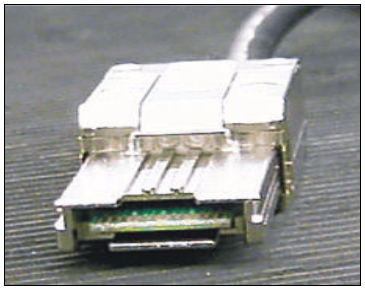

Figure 2-14 Mini-SAS (SFF-8088) connector
- *Mini-SAS* (SFF-8088), as shown in Figure 2-14